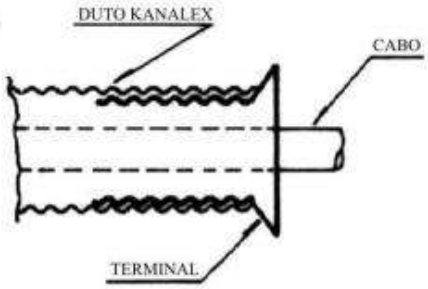

Figura 47
b) Realizada esta operação, reintroduz-se o terminal no duto, obtendo-se assim, uma chegada de caixa convencional (Figura 47).